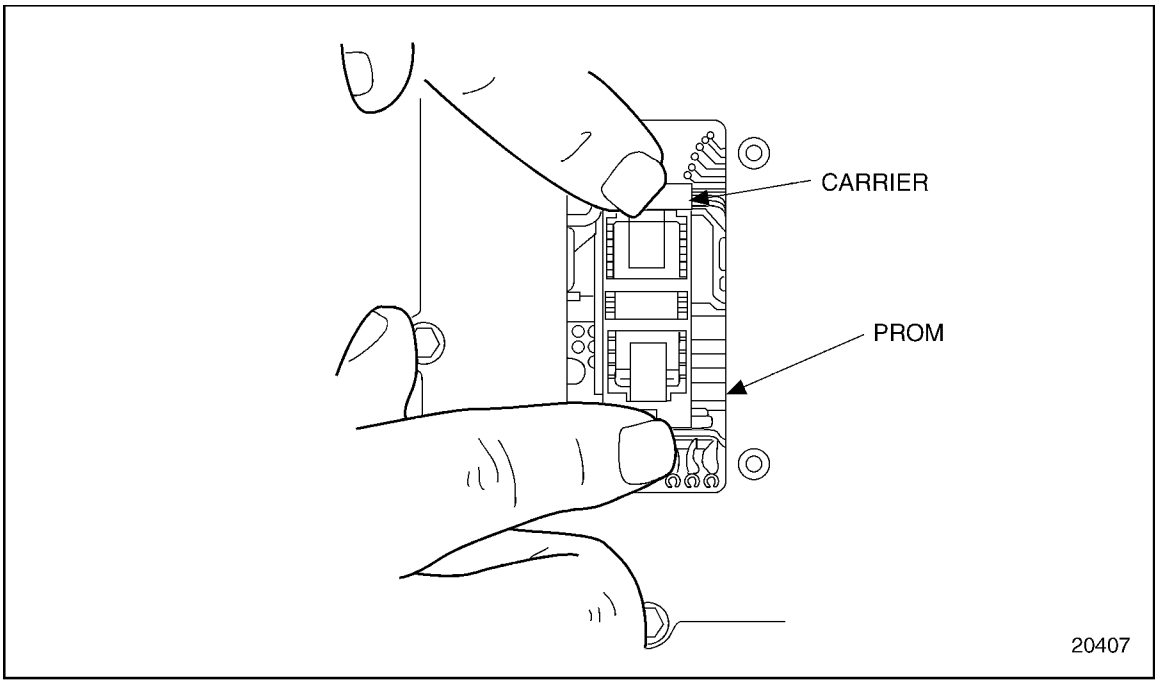

Figure 2-113 Installing PROM
3. Press on the PROM carrier until it is firmly seated in the socket. See Figure 2-113.